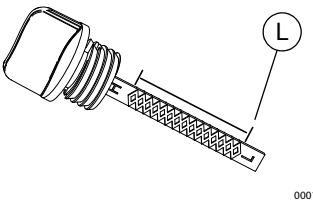

Figura 2-3. Intervalo de funcionamiento seguro del aceite
6. Vea la ***Figura 2-3***. Retire la varilla de medición y verifique si el nivel de aceite está dentro del intervalo de funcionamiento seguro arriba del límite inferior (L).